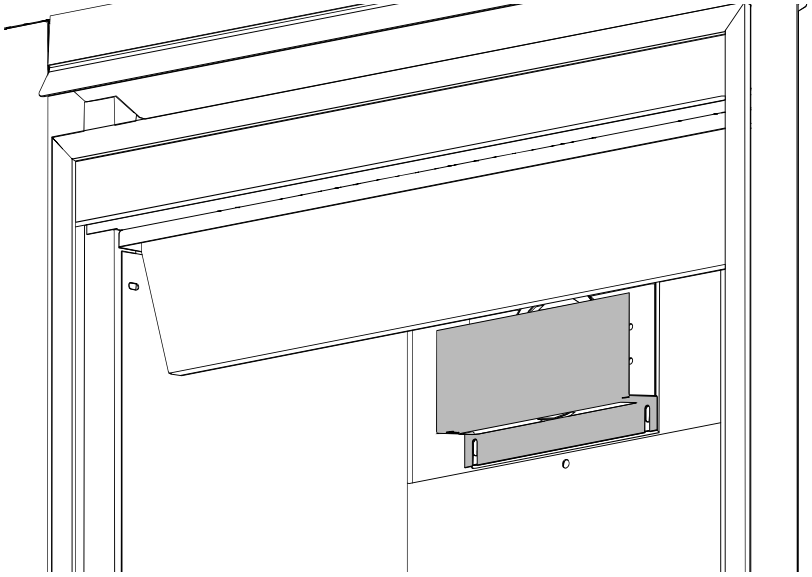

Fig. 1
B. Desserrez les deux vis servant à fixer la plaque d'évacuation, installez le déflecteur en glissant les ouvertures en forme de fentes derrière les têtes de vis, puis resserrez les vis **(Fig. 1)**.